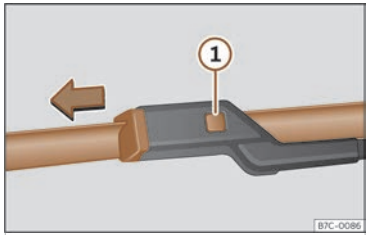

Fig. 219 Remplacement des balais d'essuie-glace.
- Maintenez la touche de déverrouillage ››› fig. 219 ① enfoncée en tirant légèrement le balai dans le sens de la flèche.